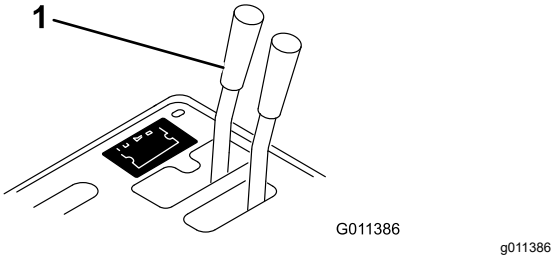

Figur 15
- Hvis dit Workman-køretøj har serienummer 239999999 eller tidligere, skal du flytte grebet på fjernhydraulikventilen (Figur 15) til flydepositionen.